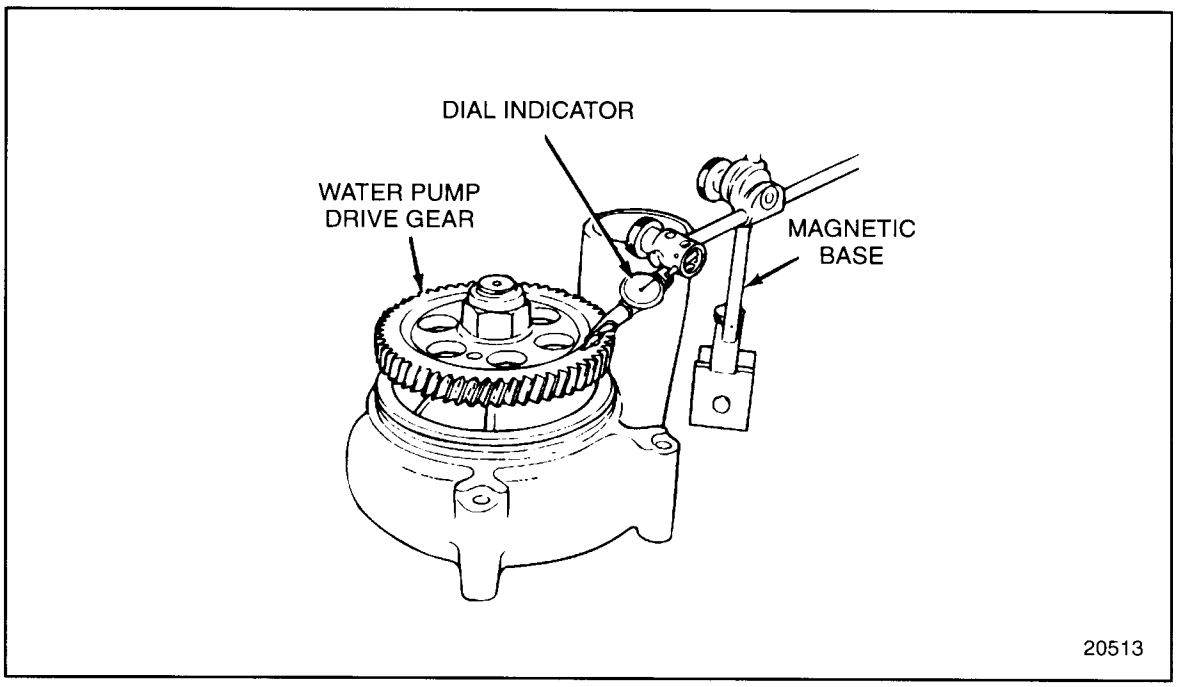

Figure 4-63 Measuring Water Pump Drive Gear Runout (FM)
4. Using a dial indicator with magnetic base, measure the total run-out of the water pump drive gear at four places, at 90 degree intervals. Maximum allowable run-out is 0.0635 mm (0.0025 in.). See Figure 4-63.